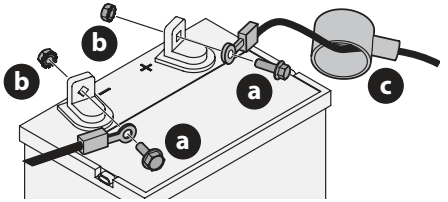

Fig. 21
1. Retirez le protecteur en plastique, le cas échéant, de la borne positive. Connectez le raccord rouge à la borne positive (+) avec un boulon (a) et un écrou (b) (Fig. 21 à la page 87).
2. Replacez le capuchon rouge en caoutchouc (c) sur la borne positive de la batterie pour la protéger contre la corrosion (Fig. 21).
3. Retirez le protecteur en plastique, le cas échéant, de la borne négative de la batterie et fixez le câble noir à la borne négative (-) avec un boulon (a) et un écrou (b) (Fig. 21).